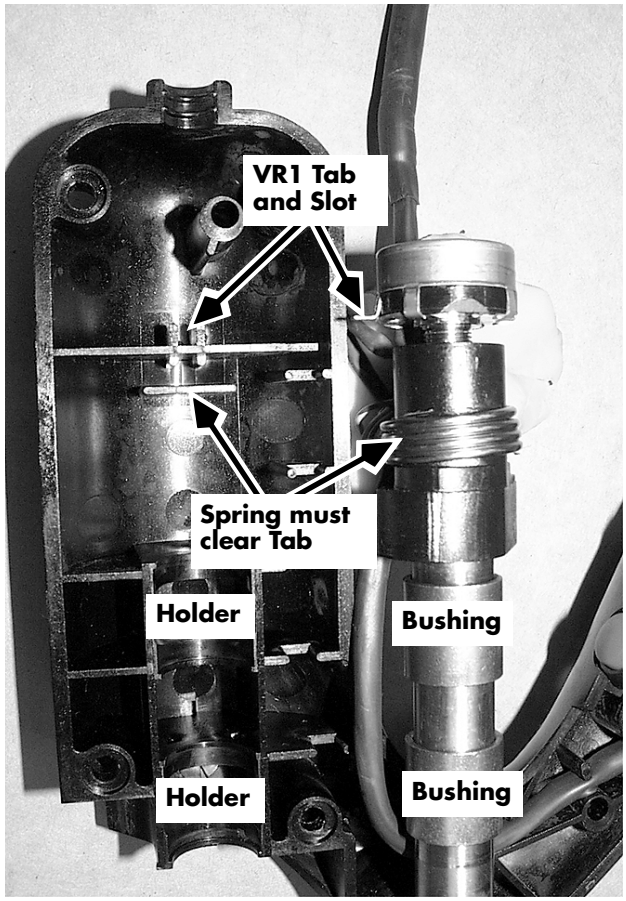

Figure 7-59: Control Handle Shaft Installation (DS/DT/DZ)
7. Install the handle/potentiometer positioner shaft in the handle shell. The tab of the throttle potentiometer VR1 must engage the slot in the handle shell. The return spring must be all the way to the pivot end of the shaft to clear the tab in the handle. The sleeve bushings must be aligned with the molded holders in the handle. See Figure 7-59.